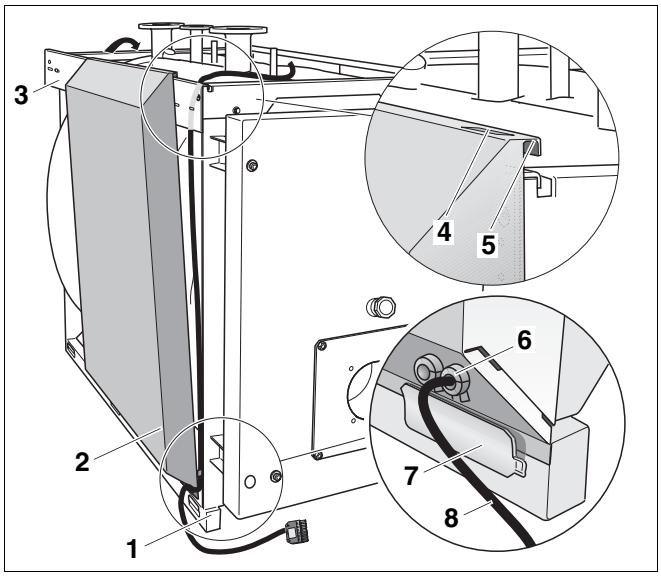
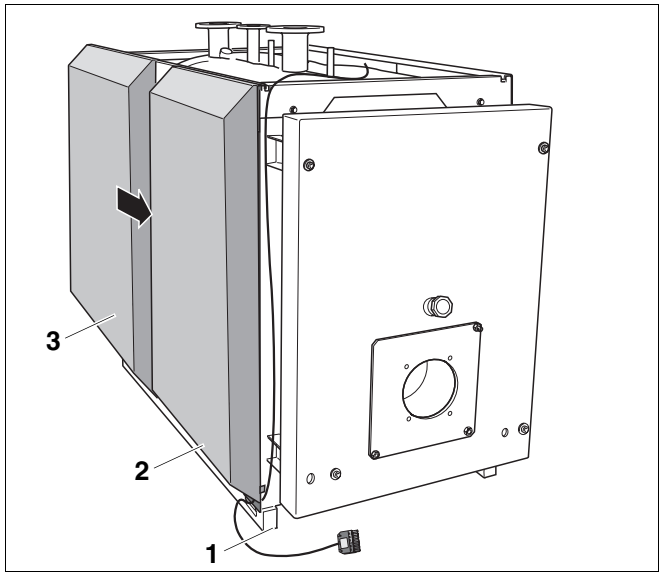

Rys. 23 Montaż przedniej, lewej ścianki bocznej
Rys. 25 Montaż tylnej, lewej ścianki bocznej
- Poprowadzić kabel palnika z odciążeniem naciągu (rys. 23, **poz. 8**) od strony zawiasu pod bocznym profilem poprzecznym (rys. 23, **poz. 3**) do podstawy korpusu kotła (rys. 23, **poz. 1**).
- Oprzeć przednią, lewą ściankę boczną (rys. 23, **poz. 2**) (jeżeli drzwiczki osadzone są po prawej stronie - prawą ściankę boczną) o korpus kotła.
- Poprowadzić kabel palnika z odciągiem (rys. 23, **poz. 8**) przez przelotkę (rys. 23, **poz. 6**) w przedniej, lewej ściance bocznej (rys. 23, **poz. 2**). Wtyczka do podłączenia palnika (duża) znajduje się na zewnątrz.
- Należy pamiętać, że szczelina w przedniej, lewej ściance bocznej (rys. 23, **poz. 4**) powinna być zwrócona w kierunku przedniej ścianki kotła.
- Umieścić przednią, lewą ściankę boczną (rys. 23, **poz. 2**) za zaczepami ramy kotła (rys. 23, **poz. 7**).
- Zawiesić przednią, lewą ściankę boczną (rys. 23, **poz. 2**) zagięciem (rys. 23, **poz. 5**) na bocznym profilu poprzecznym (rys. 23, **poz. 3**).
- Przesunąć przednią, lewą ściankę boczną (rys. 23, **poz. 2**) do tyłu, tak aby przylegała do bocznego profilu poprzecznego (rys. 23, **poz. 3**).
Aby uprościć montaż tylnej, lewej ścianki bocznej (rys. 25, **poz. 3**), nie należy jej wczepiać bezpośrednio obok przedniej, lewej ścianki bocznej (rys. 25, **poz. 2**).
- Tylna, lewa ścianka boczna powinna nieznacznie wystawać poza tylną ściankę kotła (rys. 25).
- Należy pamiętać, że szczelina w tylnej, lewej ściance bocznej powinna być zwrócona w kierunku tylnej ścianki kotła (rys. 23**,** strona 30).
- Umieścić tylną, lewą ściankę boczną (rys. 25, **poz. 3**) za zaczepami ramy kotła (rys. 23**,** strona 30).
- Zawiesić tylną, lewą ściankę boczną (rys. 25, **poz. 3**) zagięciem (rys. 23**,** strona 30) na bocznym profilu poprzecznym (rys. 23**,** strona 30) i dosunąć do przedniej, lewej ścianki bocznej (rys. 25, **poz. 2**).